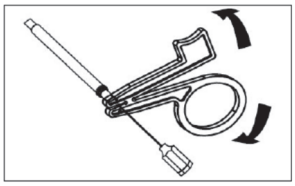

図1　スクリュー操作器具の使用方法
(1) リードの固定前（スクリューの突出前）に、リード位置の変更回数を減らすため、心室のマッピングを行うことが推奨される。
(2) 適切な位置に配置した後に、ターミナルピン（IS－1）にスクリュー操作器具を取り付けること。スクリュー操作器具のハンドルを握り、スクリュー操作器具の溝にターミナルピンをはめること（図1）。ハンドルを離し、スクリュー操作器具がターミナルピンに取付けられていることを確認すること。